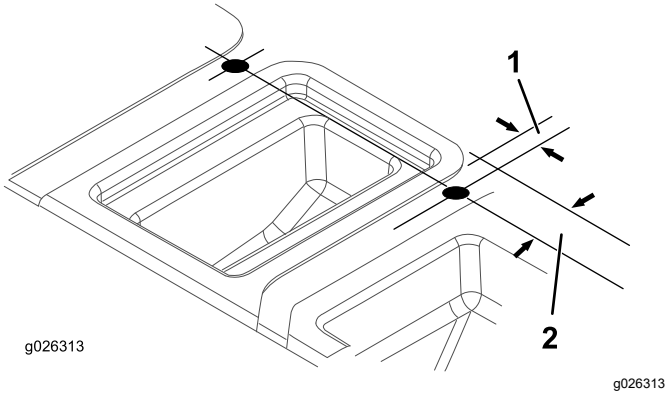

Figuur 10
5. Maak gebruik van de afmetingen die worden getoond in Figuur 10 en markeer en boor 2 openingen (25 mm) in de bovenkant van de stoelbasis. Zoek een opening aan beide zijden van het middencompartiment.